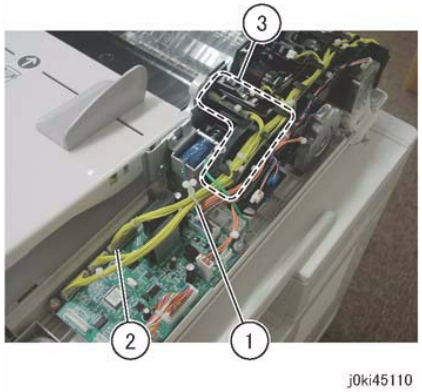

Figure 2 DADF Set LED Connector Removal
5. Disconnect the connector. (Figure 2)